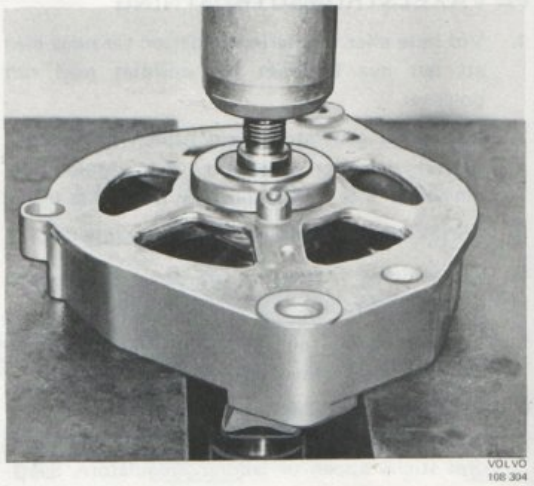

Bild 59. Borttagning av rotor
4. Pressa ut rotorn ur främre lagerskölden, bild 59.